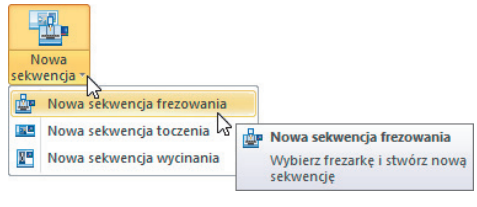

Rysunek 9.48. Wybór ikony Nowa sekwencja frezowania
1. Na karcie *Ustawienia*, w panelu *Obrabiarka*, wybierz funkcję *Nowa sekwencja*, a następnie wskaż opcję *Nowa sekwencja frezowania* (rysunek 9.48).